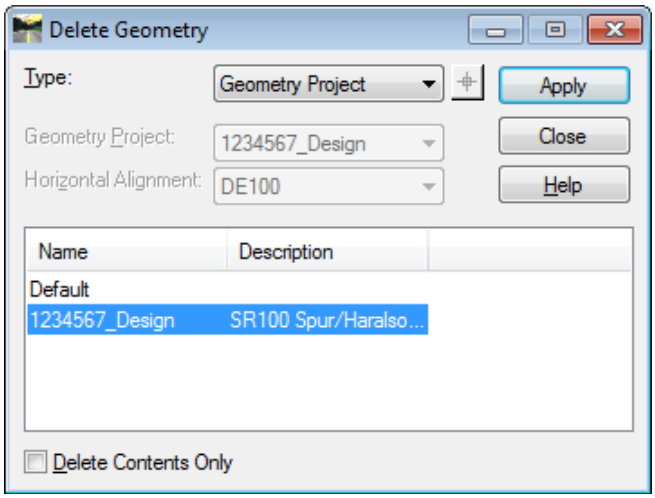

Figure L13-4 Delete Geometry
15.	In InRoads, select **Geometry ►Delete Geometry** and the **Delete Geometry** dialog opens as shown in *Figure L13-4*.